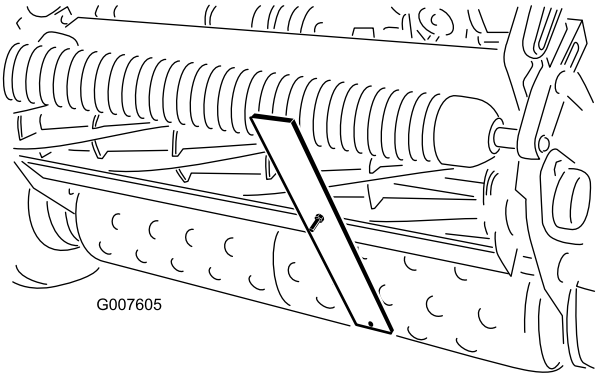

Figur 50
4. Haka på skruvhuvudet på underknivens skäregg och vila stångens bakände på den bakre valsen (Figur 50).